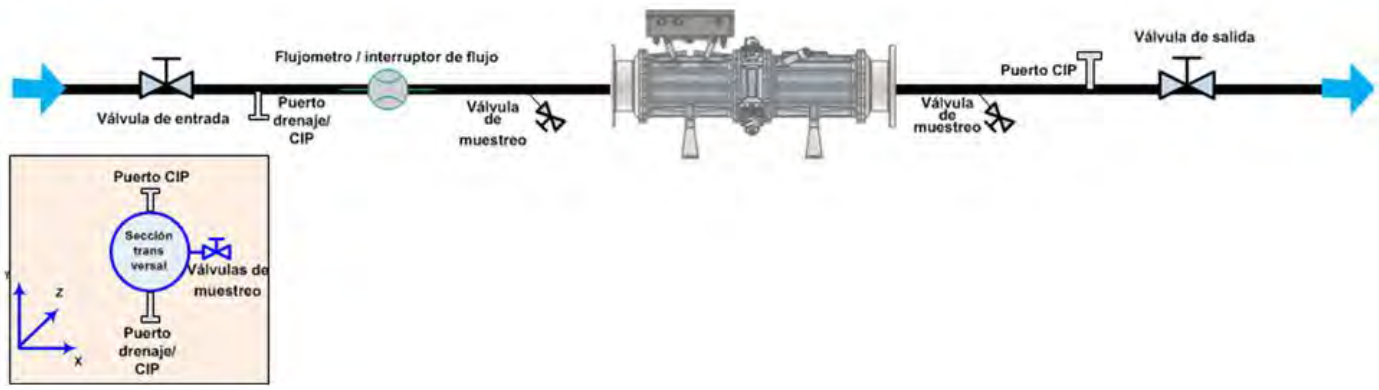

Figura 5-6: Orientación de los puertos de CIP y las válvulas de muestreo
Paso 1. En el lado de entrada, instale el **casquillo de soldadura largo** o **adaptador macho roscado (1).**
- Coloque las válvulas de muestreo aséptico **(1 y 2** en **Figura 5-6, en la página 45) sentido horizontal** (90^0) sobre el centro del tubo, a 50 cm de la unidad.
- Suelde el acople de sujeción para el **casquillo (1)** de 1 pulgada con una orientación horizontal (3 o 9 horas).